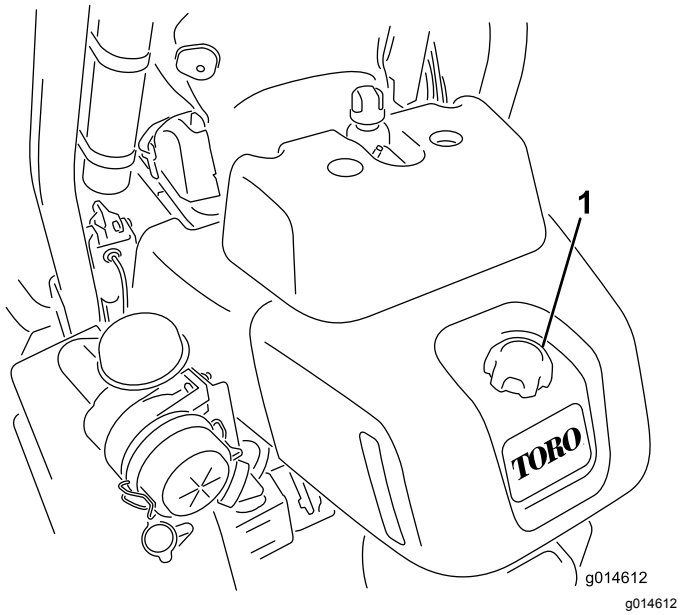

Rysunek 24
1. Oczyść okolice korka zbiornika paliwa (Rysunek 24).